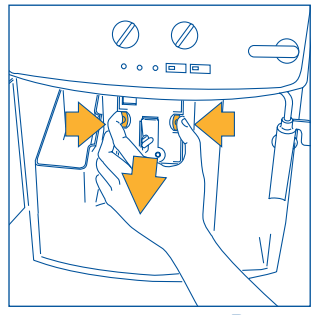

Рис. 29
- нажмите сбоку в центр две кнопки красного цвета заварочной головки, рис. 29, и извлеките ее, потянув во внешнюю сторону;